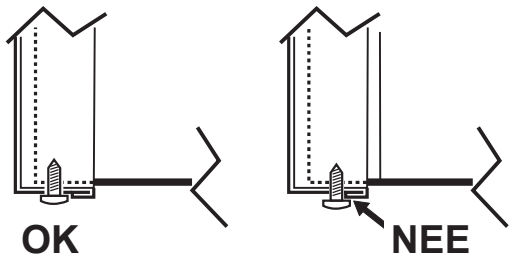

fig. 15 - montage met onderste schroeven
3. Ga in omgekeerde volgorde te werk om het voorpaneel weer terug te plaatsen. Zorg ervoor dat het goed vastzit op het bovenpaneel en volledig steunt op de zijpanelen. De kop van schroef "A" moet, eenmaal vastgedraaid, geplaatst worden zoals in "fig. 15 - montage met onderste schroeven").